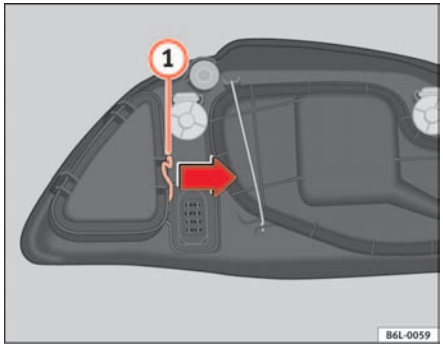

Fig. 146 Indicator lights
– Remove the loops (1) ⇒ fig. 146 in the direction of the arrow and remove the cover.